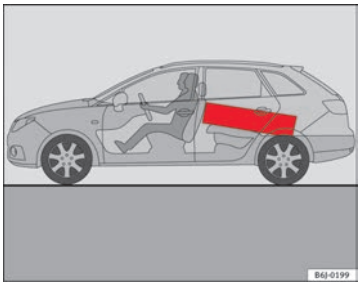

Fig. 96 Position heavy items as far forward as possible. ▶
– Position heavy items as far forward as possible ⇒ Fig. 96.